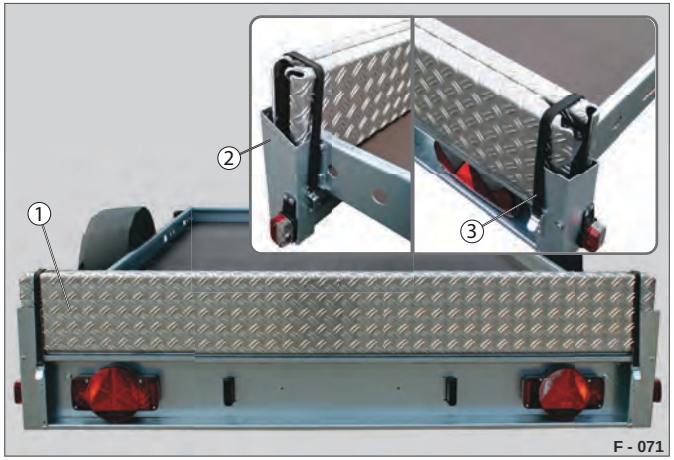

Fig. 74 Eksempel: KFT, opkørselsskinner i kørestilling
▶ Læg opkørselsskinnerne (Fig. 74 /1) forskudt i forhold til hinanden i skinnestyrene (Fig. 74 /2) højre / venstre.
▶ Sæt gummibåndet (Fig. 74 /3) over opkørselsskinnerne.